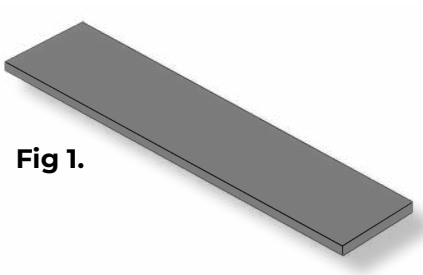
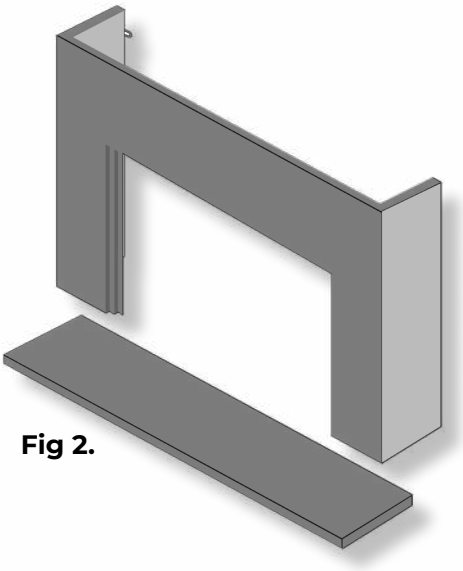

**Fig 1.**
**Fig 2.**
**Please note: We strongly advise the following steps are attempted by two people due to the weight of the marble sections. Please ensure the fire is fitted onto a hard, flat floor.** The first thing to do is take the hearth section and place it flat against a wall in the position you want the fire and ensuring it is situated on a flat surface **(Fig 1)**. The next step is to lift the main body of the marble fireplace and carefully lower it onto the hearth section **(Fig 2)**, making sure it is centralised. You can then place your bottom slip in position to rest underneath the plaster trim of the fire and fix the main marble section to the wall using appropriate fixings **(Fig 3)**.